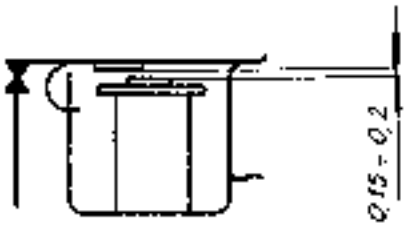

Fig. 51
1. Adjust the armature of the switch in such a way that it makes contact with its center with the core over a stop plate whereby the gap between the front part of the armature and the yoke should be covered (Fig. 51)
2. With lightly made contacts, set the gap between the core and the stop plate at the point of contact of the stop plate and core to 0,15 to 0,2 mm (Fig. 51)